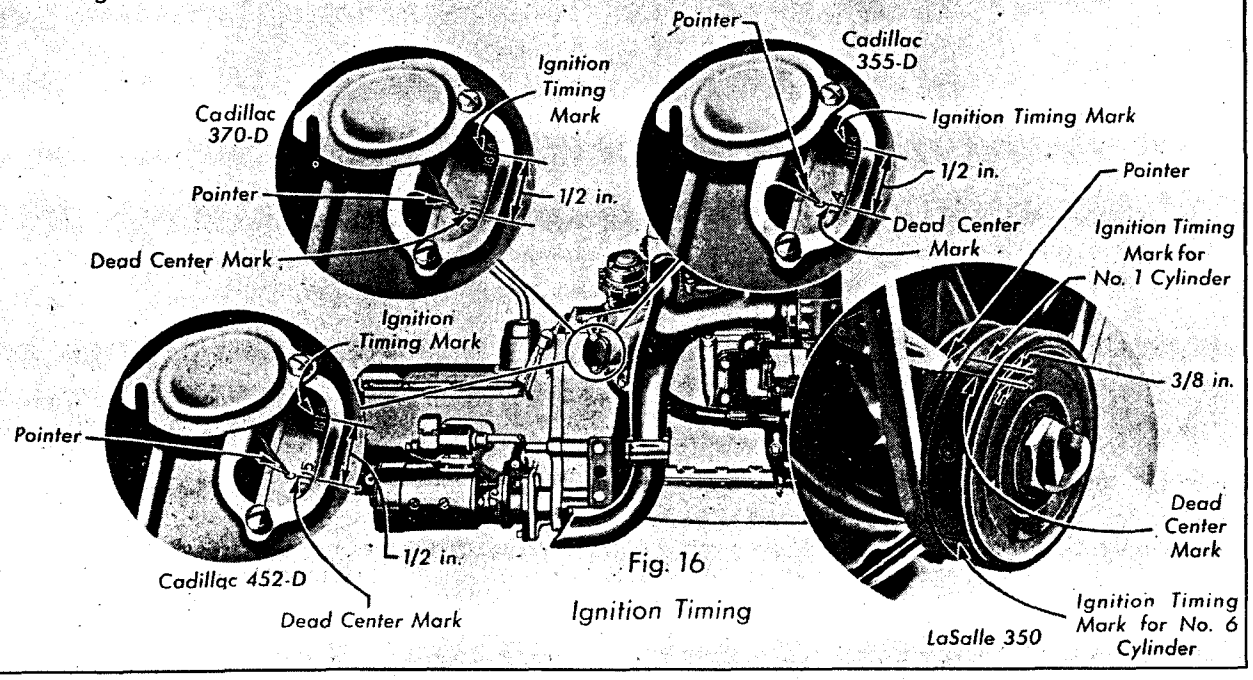

Fig. 16 Ignition Timing
(1) Loosen locking screws to adjust contact point gaps. Tighten after adjustment is made.
(2) Turn eccentric screw to adjust contact point gap on each side.
(3) Turn housing counter-clockwise (turn cam clockwise on 452-D) until stationary contacts just separate with end of rotor (end for L.H. cylinders on 370-D and 452-D) in line with No. 1 insert on distributor cap and IG/A flywheel mark for No. 1 cylinder opposite pointer (see Fig. 16).